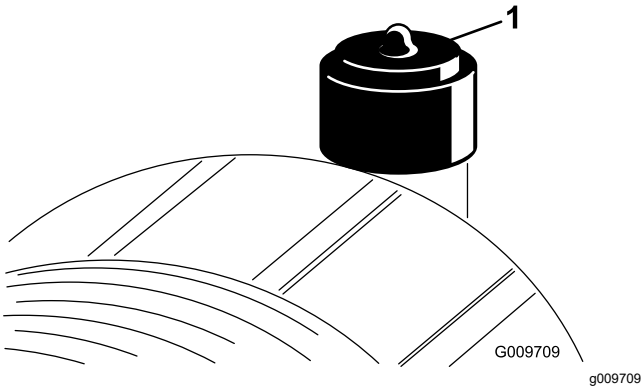

Figura 84
Faça a manutenção ao filtro de ar apenas quando o indicador de serviço(Figura 84) o exigir. Mudar o filtro de ar antes de ser necessário apenas aumenta a possibilidade de entrar sujidade no motor quando se retira o filtro.
9. Reinicie o indicador (Figura 84) se este se apresentar vermelho.